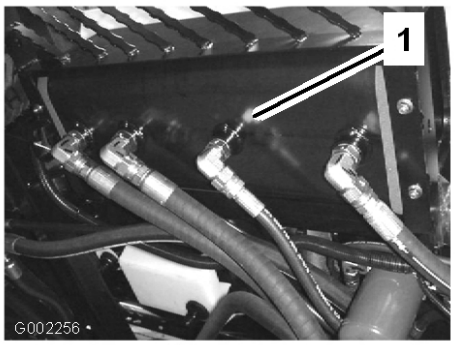

Figur 59
2. Rengør området omkring en hydraulikslange-fitting nederst i hydraulikolietanken (Figur 59).
4. Fjern slangefittingen fra tanken, og lad olien løbe ned i bakken (Figur 59).